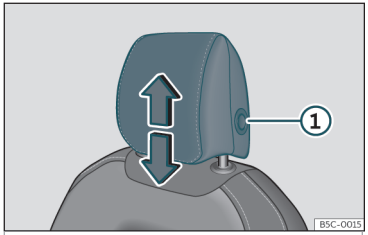
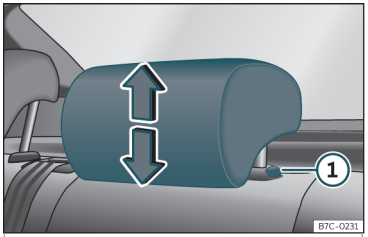

Fig. 97 Front seat: headrest adjustment.
Fig. 98 Rear headrest: headrest adjustment.
- Grab the sides of the headrests with both hands and push upwards to the desired position. To lower it, repeat the same action, pressing the ①>>> **Fig. 97** >>> **Fig. 98** button on the side.
- Press the side button>>> **Fig. 97** ① and remove the headrest.